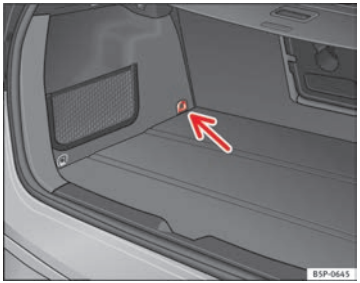

Fig. 32 Top Tether* securing ring
– Press the child seat onto the ISOFIX retaining rings until the child seat can be heard to engage securely. If the child seat is equipped with Top Tether* anchor points, secure it to the correspondent ring ⇒ Fig. 32. Observe the manufacturer's instructions.